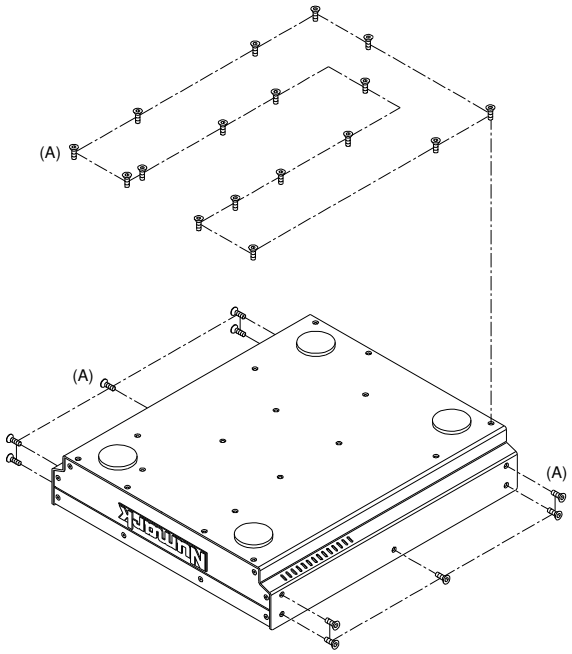

Fig.1
1. REMOVAL OF CABINET AND BOTTOM CHASSIS. (Fig1)